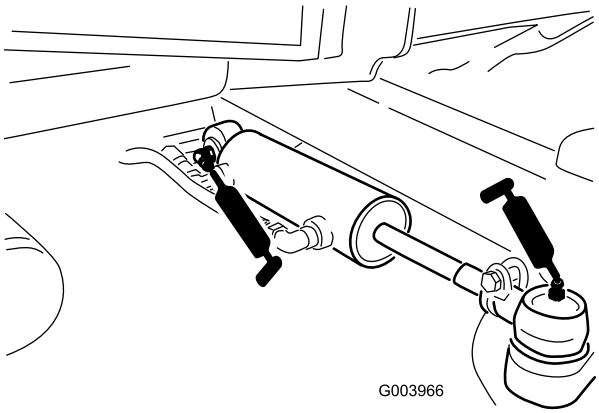

Figur 51
- Styrcylinderns kulleder (2) (Figur 51)